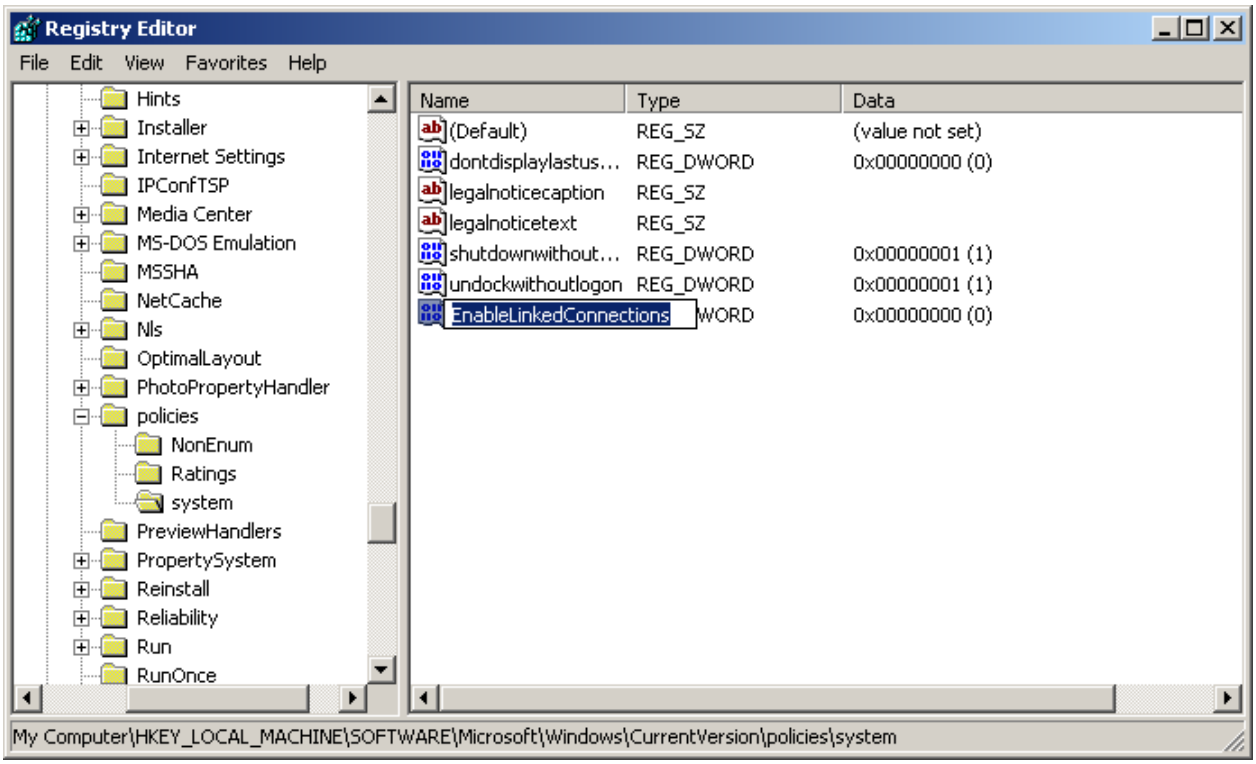

Figure 13.1-22 Appellation of a new name to the value
3. Set EnableLinkedConnections name to the new value and click Enter (Figure 13.1-22).